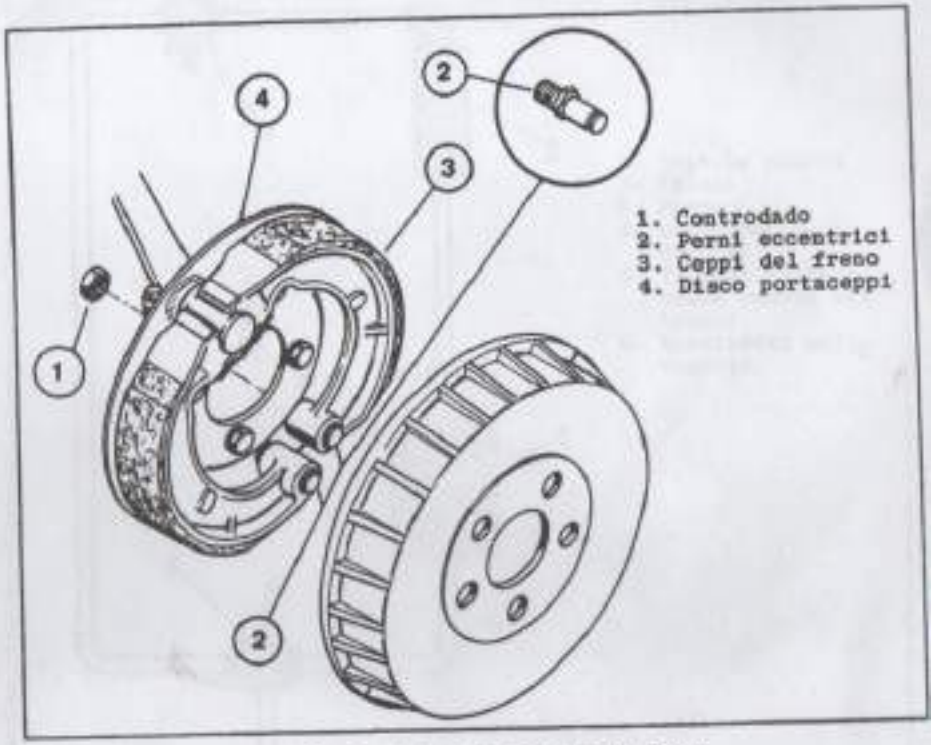

Fig. 16. Regolazione ceppi dei freni
Qualora la regolazione del tirante non fosse sufficiente, è necessario smontare il tamburo del freno e controllare le condizioni delle guarnizioni d'attrito (ferodi). Se l'usura delle guarnizioni d'attrito non è eccessiva, allentare il controdado (fig. 16, particolare 1) e ruotare i perni eccentrici (2) in modo da portare i ceppi (3) a filo con la circonferenza del disco portaceppi (4). Quindi stringere a fondo il controdado (1).